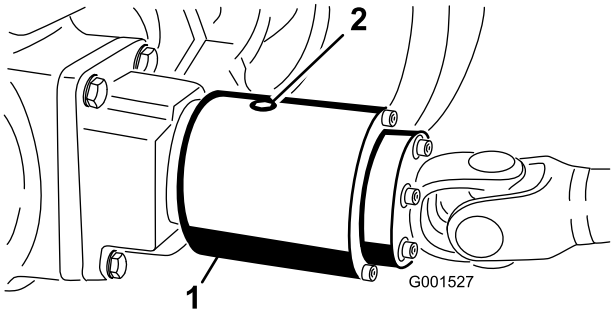

Figur 29
2. Vrid kopplingen (Figur 29) så att kontrollpluggen placeras i läget klockan 4.